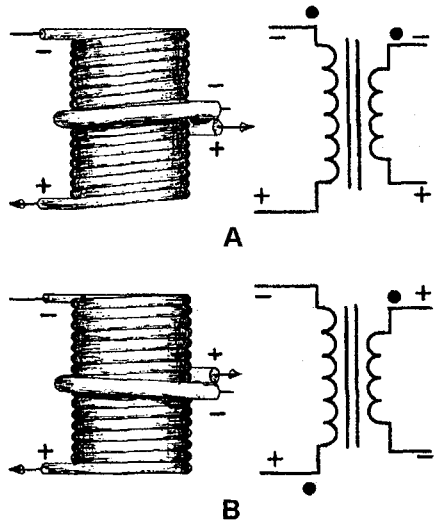

Figure 5-9.—Instantaneous polarity depends on direction of winding.
The use of phase-indicating dots is illustrated in figure 5-9. In part (A) of the figure, both the primary and secondary windings are wound from top to bottom in a clockwise direction, as viewed from above the windings. When constructed in this manner, the top lead of the primary and the top lead of the secondary have the SAME polarity. This is indicated by the dots on the transformer symbol. A lack of phasing dots indicates a reversal of polarity.